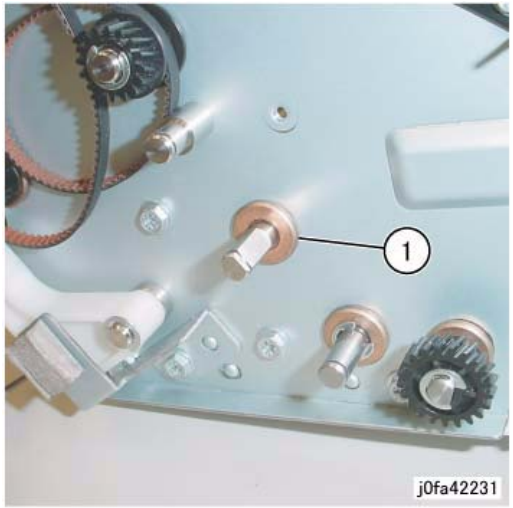

Figure 3 Removing the Bearing
6. Remove the Bearing (Figure 3):